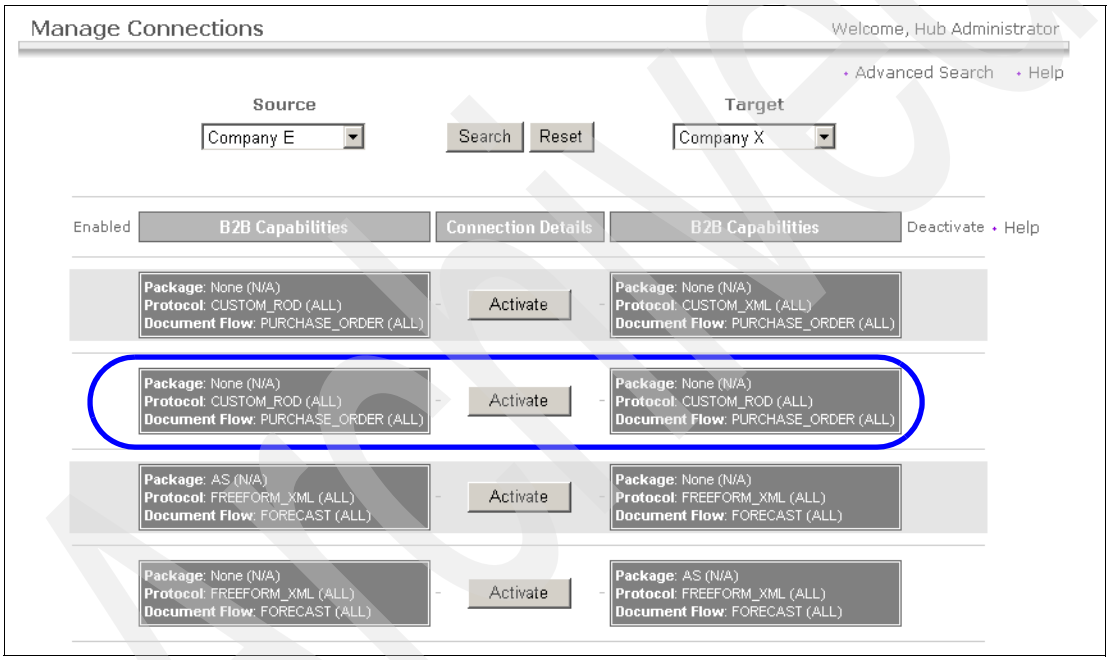
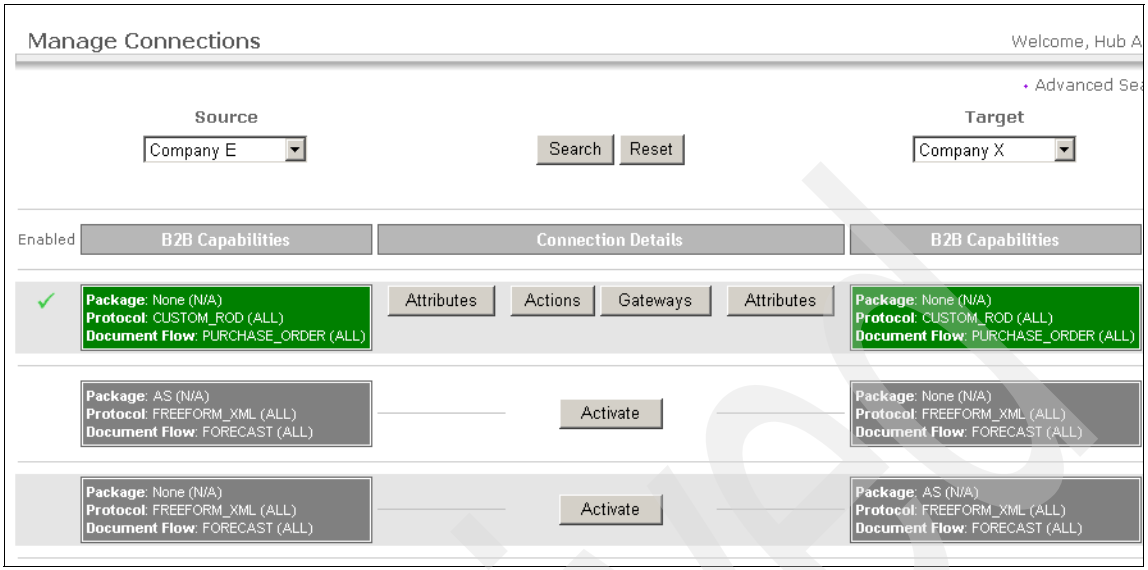

Figure 16-34 List of participant connections between Company E and Company X
Figure 16-35 Active participant connection between Company E and Company X
This lists the available participant connections existing between Company E and Company X, as shown in Figure 16-34.
3. Click **Activate** against the participant connection highlighted in Figure 16-34. This results in Figure 16-35 on page 567.